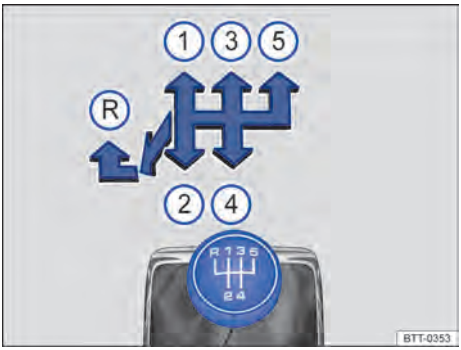
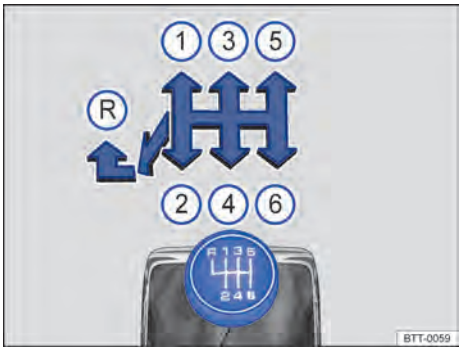

Fig. 110 Esquema de troca da transmissão manual de 5 marchas.
Fig. 111 Esquema de troca da transmissão manual de 6 marchas.
As posições de cada marcha estão representadas na alavanca da transmissão ⇒ Fig. 110 ou ⇒ Fig. 111.
- Empurrar a alavanca da transmissão totalmente para a esquerda e depois para frente até a posição de marcha a ré ⇒ Fig. 110 Ⓡ ou ⇒ Fig. 111 Ⓡ.